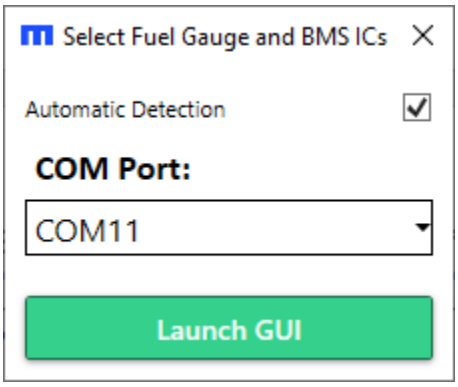
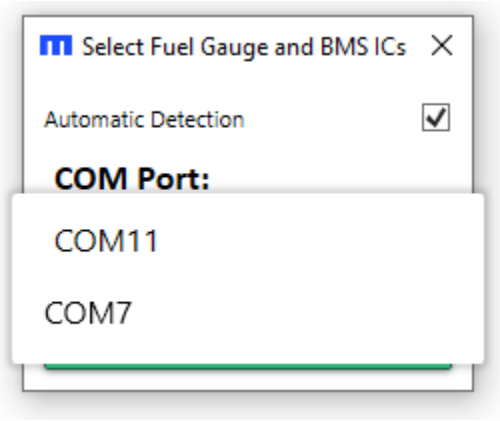

Figure 28: Fuel Gauge and BMS ICs Selection Window 6
Figure 29: Fuel Gauge and BMS ICs Selection Window 7
c. Allow the GUI to automatically detect which device is connected. In this scenario, select the COM port connected to the evaluation board on the drop-down menu (see Figure 28 and Figure 29).
1. Click “BMS” (denoted as “10” in Figure 28 on page 25).